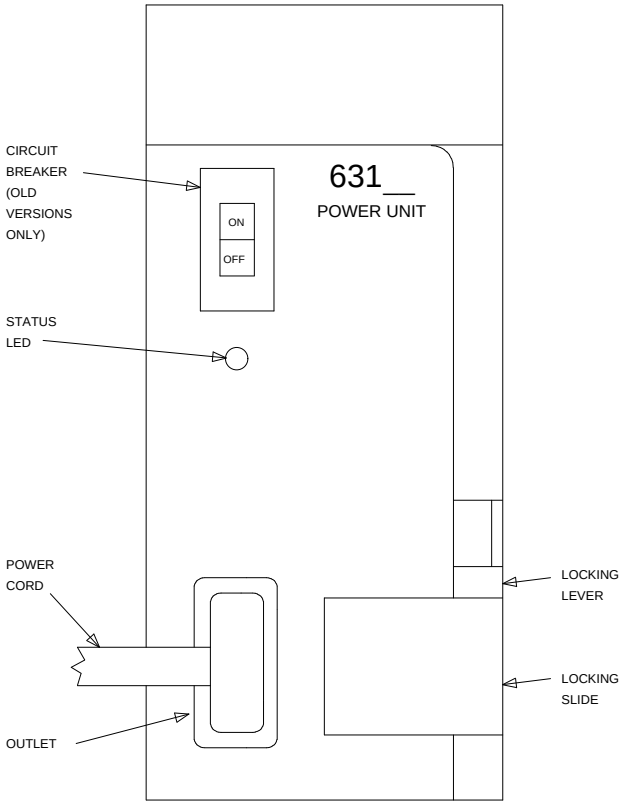

Figure 3-41. 631-Type Power Unit
15. Connect the power cords to the power units. The power cords are the white cables equipped with plugs that are run through the slots in the front of each carrier (see Figure 3-41).